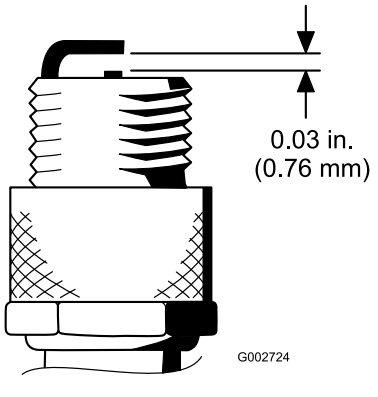

Figur 28
4. Indstil gnistgabet mellem midten og siden af elektroderne til 0,76 mm som vist i Figur 28.